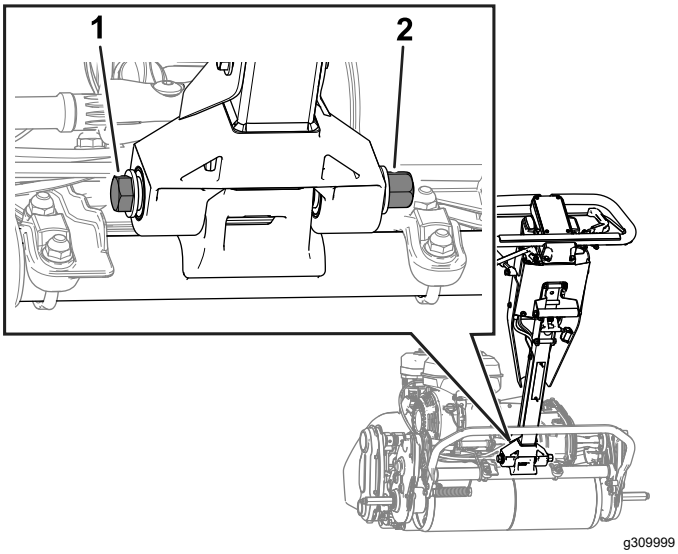

Figura 37
2. Allentate il bullone e il dado, come illustrato nella Figura 37.